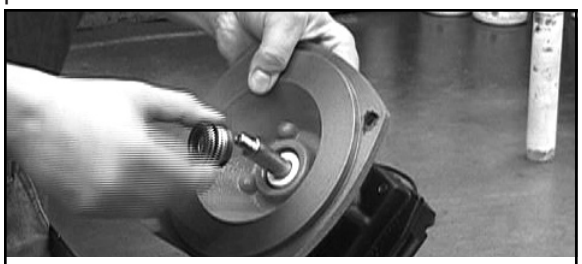

**Figure 9**
4. To install the rotary portion of the mechanical seal, place it over the shaft with the carbon side facing in, and press against the stationary portion (See Figure 9).